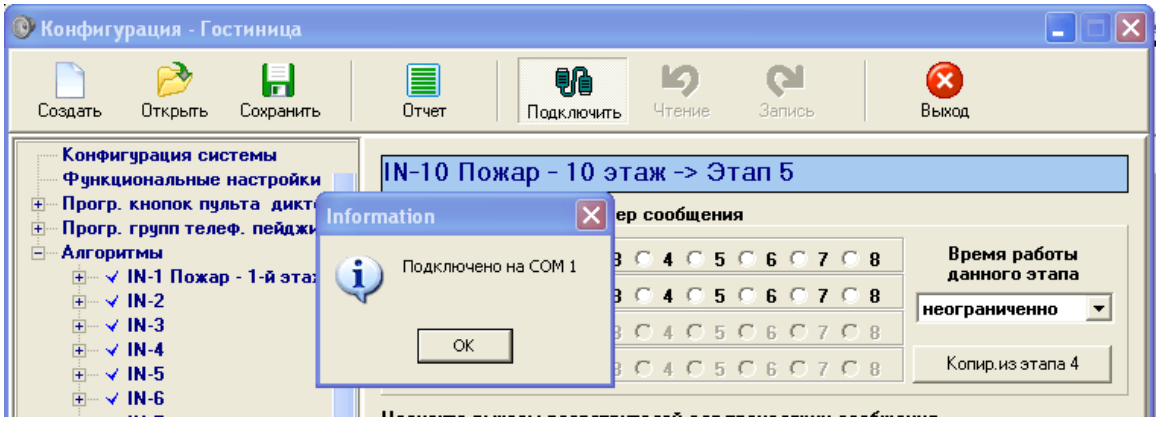

Рис. 35.
- Нажмите кнопку «Ok». При правильном подключении появится диалоговое окно (Рис.35) с указанием на какой порт произведено подключение. Постоянно горящий светоиндикатор «TRB PORT» указывает на что связь с контроллером установлена.